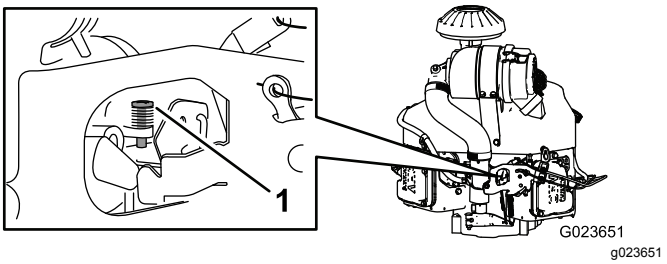

**Figur 67**
4. Juster stopskruen på karburatoren (Figur 67), så tomgangshastigheden er 1350 til 1550 o/m.